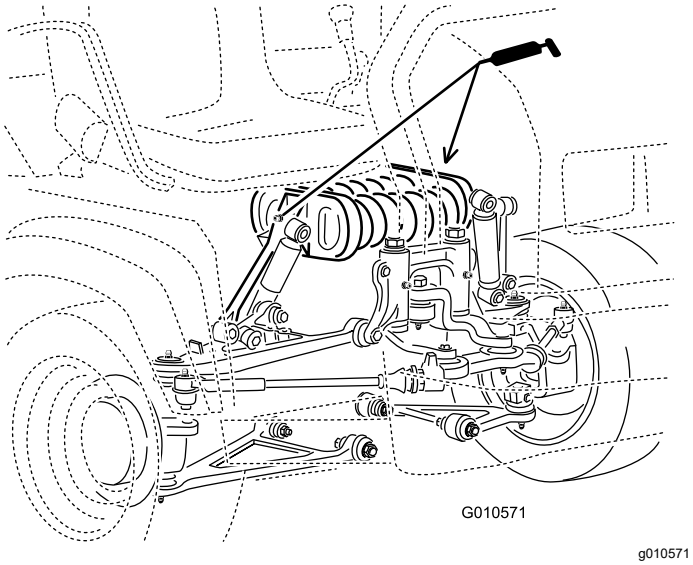

**Figura 30**
- **Armazón del muelle(2)**; consulte Figura 30